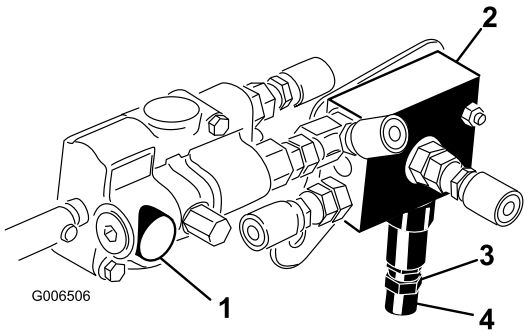

Figuur 13
3. Draai de contramoer los op de onderkant van de klep van het tegengewicht (Figuur 13). De klep bevindt zich aan de rechterkant van de machine.